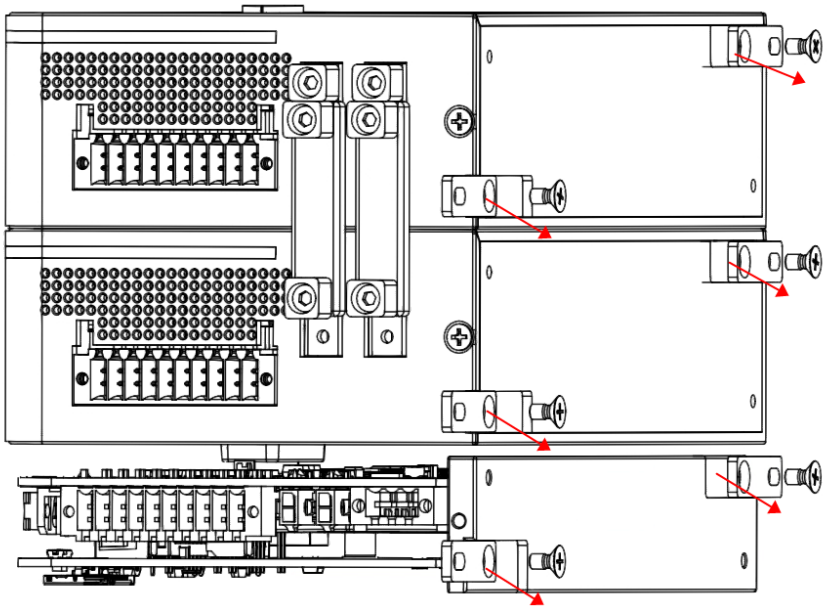

Figure 4-8 Remove the screws from the controller connector
Step 4 Use a No. 2.5 wrench to remove the screws securing the controller, as shown in Figure 4-8.